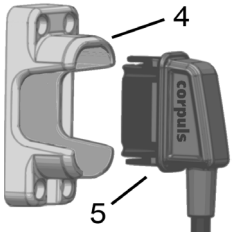

Fig. 5-1 Connecting the therapy electrode cables (illustration may differ)
To connect the therapy electrodes, connect the corresponding plug (item 2 or item 3 in Fig. 5-1) to the therapy master cable (item 1). To disconnect, pull back the red sliding sleeve at the therapy master cable and pull apart the plugs. The plug connectors are twistproof.